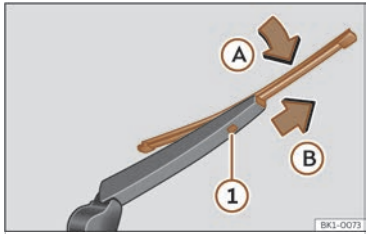

**Fig. 188** Changing the rear wiper blade
- Rotate the blade slightly ››› **Fig. 188** (arrow Ⓐ).
- Hold down the release button ① while gently pulling the blade in the direction of the arrow Ⓑ.
- Insert a new blade of the **same length and type** in the rear wiper arm in the opposite direction to the arrow Ⓑ until button ① snaps into place.